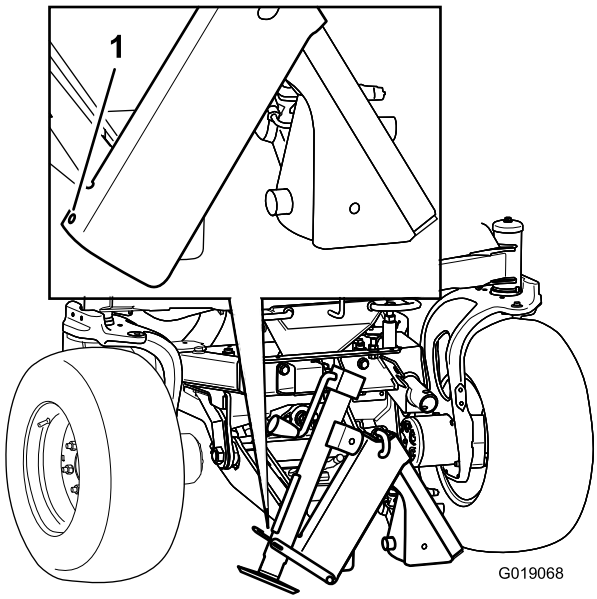
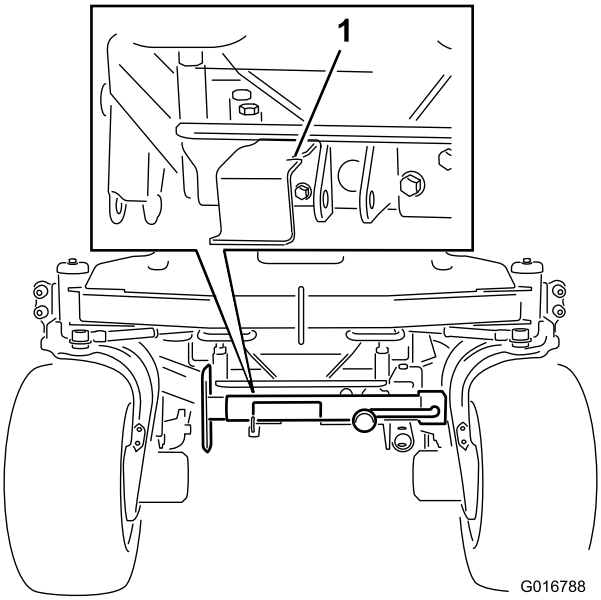

Figure 9
Figure 10
2. Insert the tethered pin (not shown) through the side hole of jack hub and the hole in the tab, and secure the jack with the bungee (Figure 9 or Figure 10).